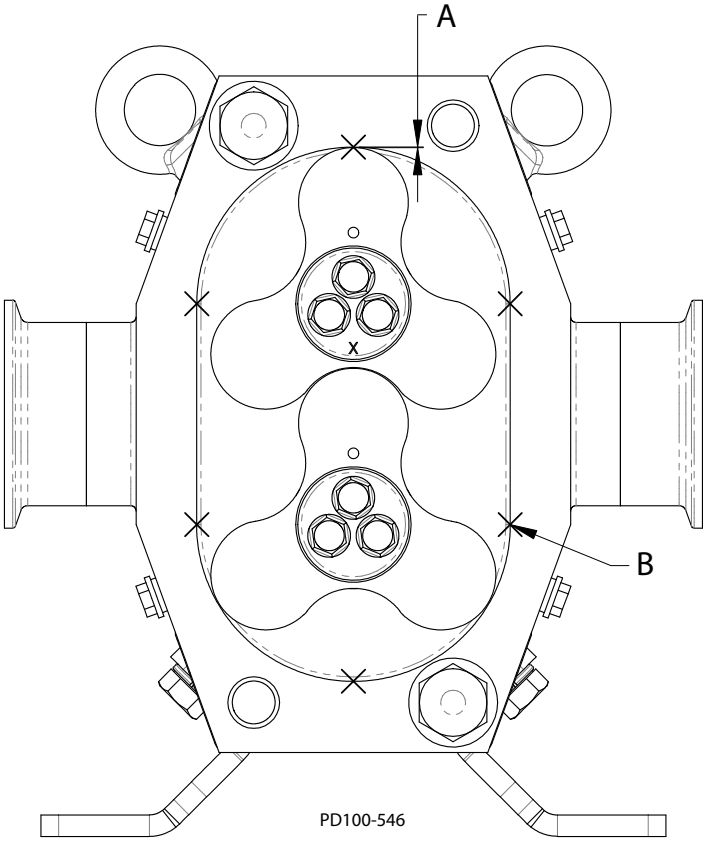

Figura 64 - Controllo del gioco radiale
1. Con i rotori sincronizzati, misurare il gioco radiale di ciascun lobo (Figura 64, articolo A) e verificare che il gioco rientri nell'intervallo mostrato nella Tabella 12.
2. Controllare il gioco in tutti e sei i punti del corpo come mostrato. Vedere Figura 64, articolo B.